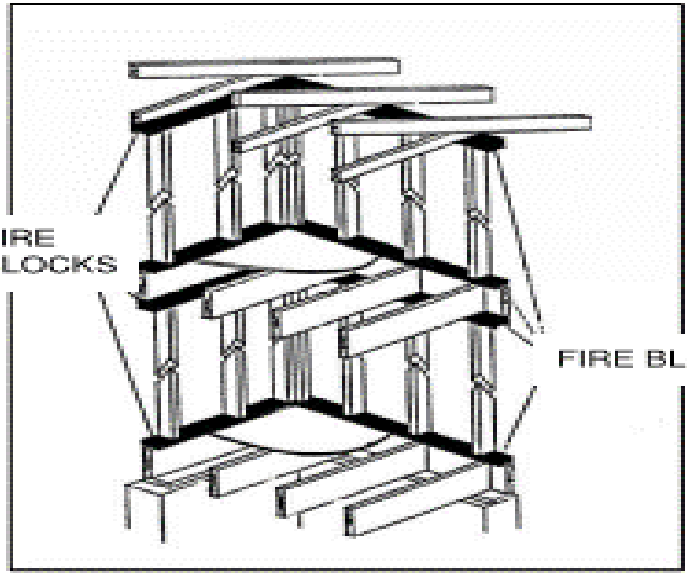

Figure 2- Fireblock
a. Separate open vertical spaces from open horizontal spaces, (Figure 2)